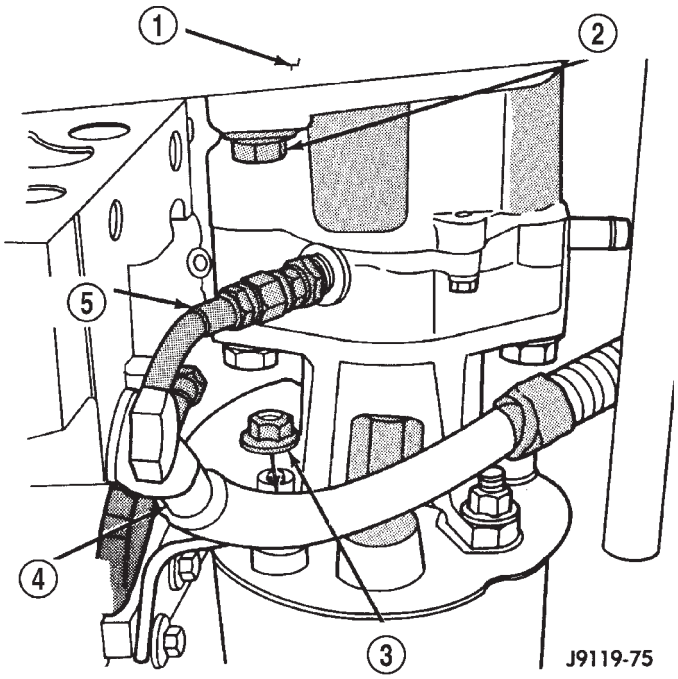

Fig. 6 Oil
(3) Remove the serpentine belt, (Refer to 7 - COOLING/ACCESSORY DRIVE/DRIVE BELTS - REMOVAL).
(4) Remove and cap the oil feed line from the bottom of the vacuum pump (Fig. 6).
(5) Remove the lower bolt that attaches the vacuum/steering pump assembly to the engine block. Remove the nut from the steering pump attaching bracket (Fig. 6).